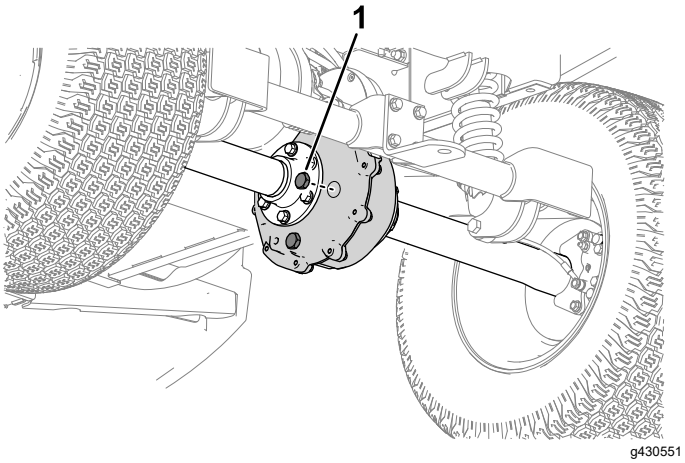

Figure 46
1. Remove the fill plug on the transaxle (Figure 46).
2. If the fluid level is low, remove the fill plug and add the specified fluid [indicated in Changing the Transaxle Fluid (page 39)] until it runs out of the hole (Figure 46).